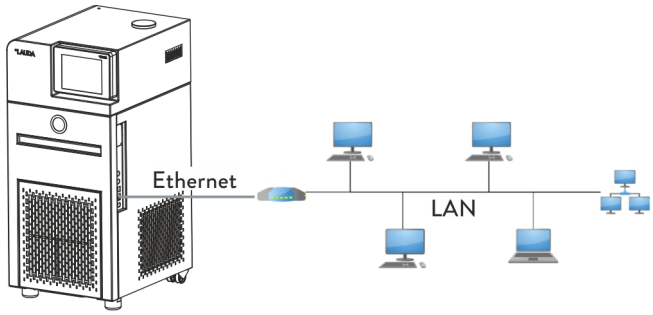
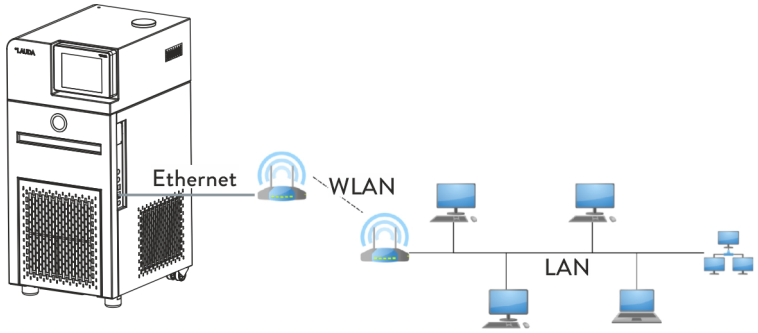
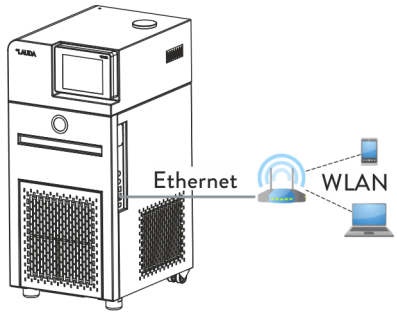

Abb. 11: Verbunden über LAN
Abb. 12: Verbunden über LAN und WLAN
Abb. 13: Verbunden über WLAN
In Abb. 11 ist dargestellt, wie das Temperiergerät mit einem Leitstand/PC über ein LAN-Netzwerk verbunden ist.
In Abb. 12 ist die Anbindung des LAUDA Temperiergeräts über ein WLAN an ein LAN-Netzwerk mit Leitstand/PC dargestellt. Dabei wird das Temperiergerät mit einem handelsüblichen Ethernetkabel mit einem WLAN-Router verbunden. Der WLAN-Router muss so konfiguriert werden, dass er eine Verbindung zu einem LAN über einen anderen WLAN-Router aufbaut. So eine Verbindung nennt sich WLAN-Bridge. Wie die WLAN-Router konfiguriert werden müssen, entnehmen Sie der Anleitung des jeweiligen Routers.
In Abb. 13 ist eine direkte Verbindung vom Leitstand/PC zum LAUDA Temperiergerät über ein WLAN dargestellt. Der WLAN-Router ist dabei als ein Access-Point zu konfigurieren. Wie der WLAN-Router konfiguriert werden muss, entnehmen Sie der Anleitung des Routers.
- Für Verbindungen wie in Abb. 12 und Abb. 13 gezeigt sind, können handelsübliche WLAN-Router genommen werden. Diese müssen die benötigte Verbindungsfunktion aufweisen und die Anforderungen des Landes erfüllen in denen sie betrieben werden. Für den Aufbau, wie in Abb. 12 dargestellt, empfiehlt LAUDA jedoch einen Industrie-WLAN-Router zu verwenden.
11. Verbinden Sie die Ethernet-Schnittstelle des Temperiergeräts wie auf Abb. 11 bis Abb. 13 gezeigt. Verwenden Sie ein handelsübliches Ethernetkabel (Patch-Kabel).
7. Verbinden Sie die Ethernet-Schnittstelle des Temperiergeräts wie auf Abb. 11 bis Abb. 13 gezeigt. Verwenden Sie ein handelsübliches Ethernetkabel (Patch-Kabel).